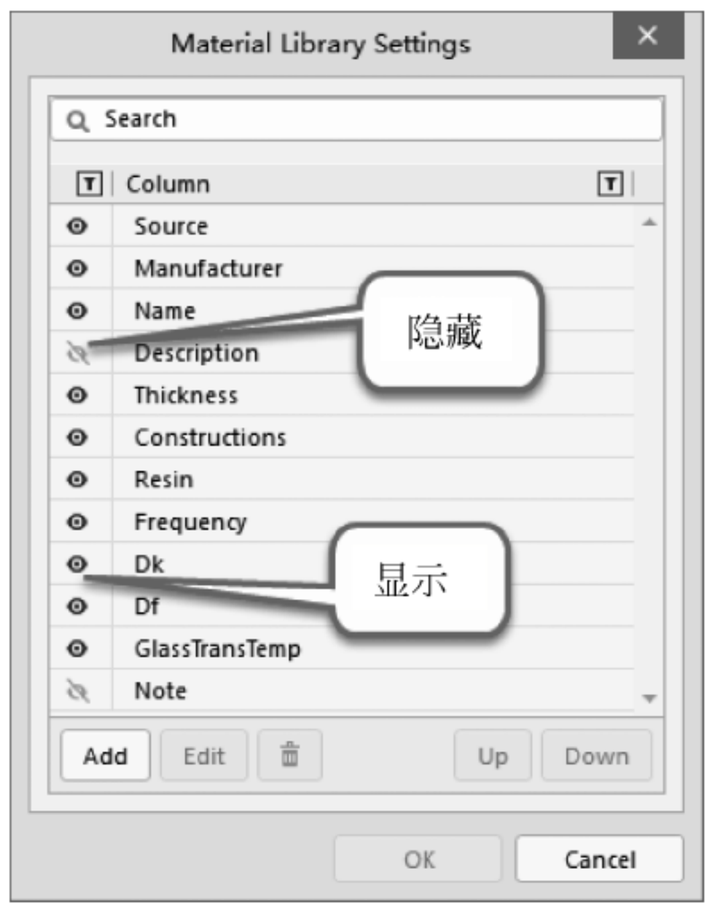

图 3-19　Material Library Settings 对话框
(3) 右侧面板显示各类 PP 片的相关参数，单击 按钮，打开如图 3-19 所示的 Material Library Settings 对话框。在此对话框中，可显示或者隐藏相关的属性。